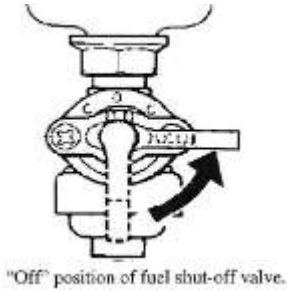

Fig. 6
i) Set the fuel shut-off valve to the "OFF" position during transport. (Fig. 6)